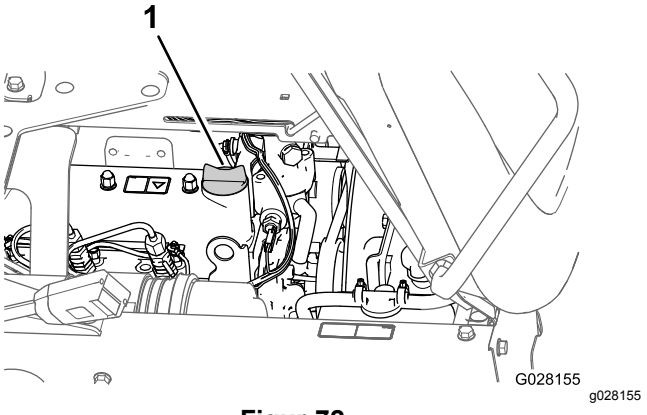

Figur 72
5. Ta av oljelokket fra påfyllingshalsen på motorens ventildeksel (Figur 72) og hell sakte inn omtrent 80 % av oljen som skal fylles på, ned i påfyllingshalsen.
8. Sett oljelokket på påfyllingshalsen (Figur 72).